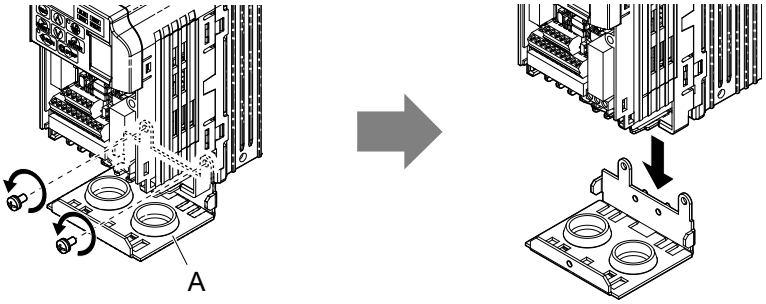

Figure 8.12 Remove the Conduit Bracket on a NEMA Type 1 Drive
3. Loosen two screws attaching the conduit bracket (*Figure 8.12*, ***A***) to remove.